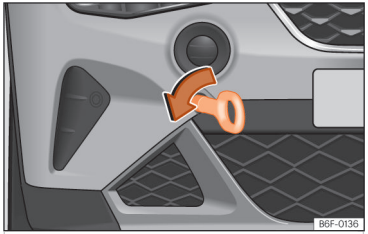

Abb. 164 Vorderer Stoßfänger rechts: Eingeschraubte Abschleppöse
- Drehen Sie die Abschleppöse **entgegen dem Uhrzeigersinn** so fest wie möglich in die Aufnahme ››› (Abb. 164) , ››› ⓘ. Verwenden Sie ein geeignetes Hilfsmittel, um die Abschleppöse festzuziehen.